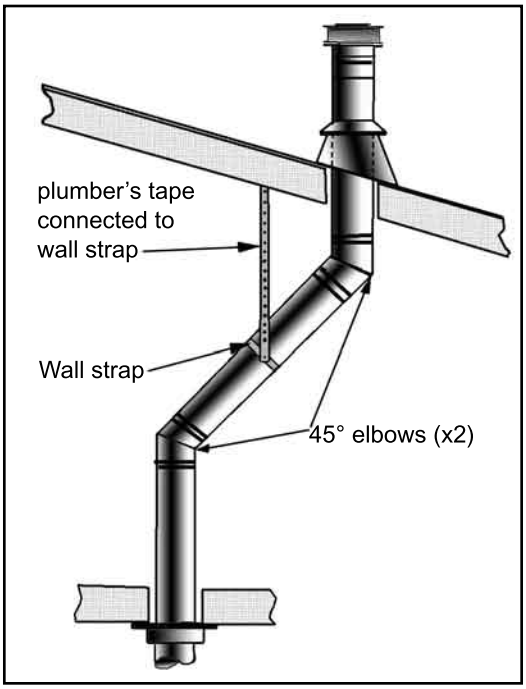

Figure 14: Use of Wall Straps.
(1) If an offset is necessary in the attic to avoid obstructions, it is important to support the vent pipe every 3 feet (91 cm), to avoid excessive stress on the elbows, and possible separation. Wall straps are available for this purpose (see Figure 14).
(2) When ever possible, use 45° degree elbows instead of 90° degree elbows. The 45° degree elbow offers less restriction to the flow of flue gases and intake air.